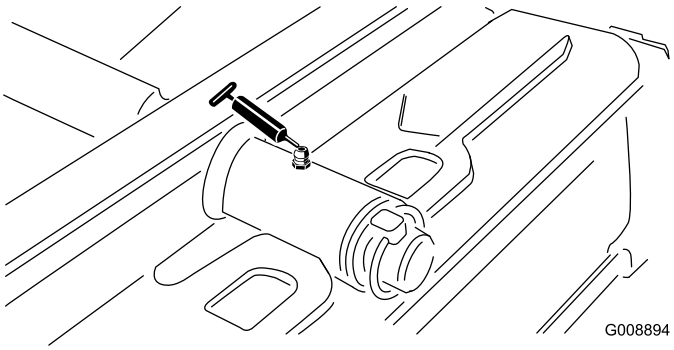

**Figur 50**
- Bageste klippeenheds drejetap (Figur 50)